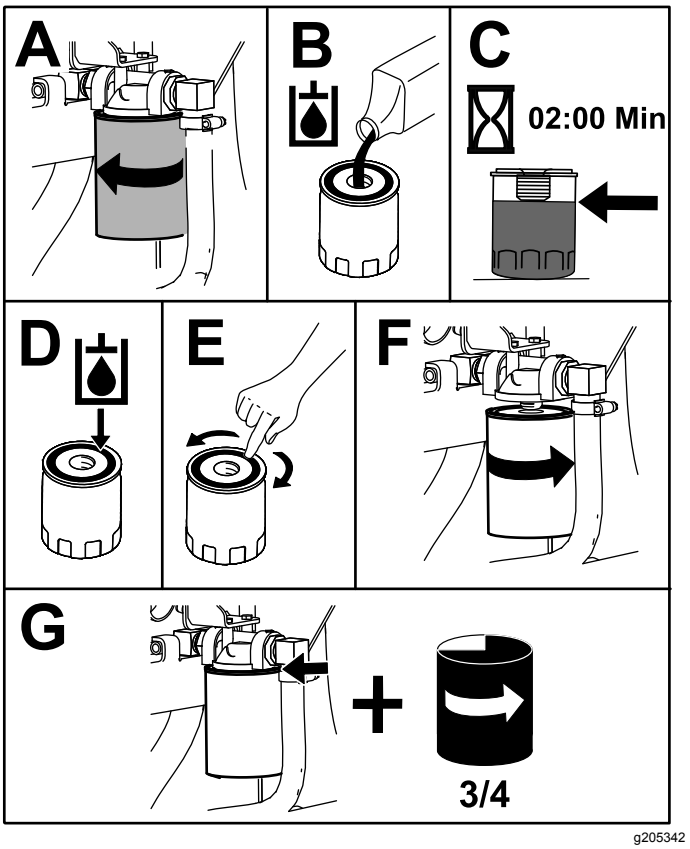

Rysunek 72
4. Umieść miskę spustową pod filtrem i wymień filtr (Rysunek 72).